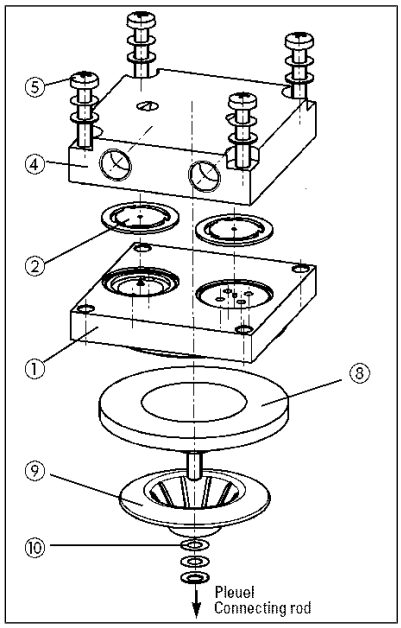

*Abb.8 Strukturmembrane wechseln*
| Strukturmembrane | (7) in Abb. 8 | 1 |
| Ventilplatten/Dichtungen | (12) in Abb. 8 | 2 |
4. Lösen Sie die vier Schrauben ( Abb. 8/5).
5. Nehmen Sie den Kopfdeckel ( Abb. 8/4) und die Zwischenplatte ( Abb. 8/1) ab.